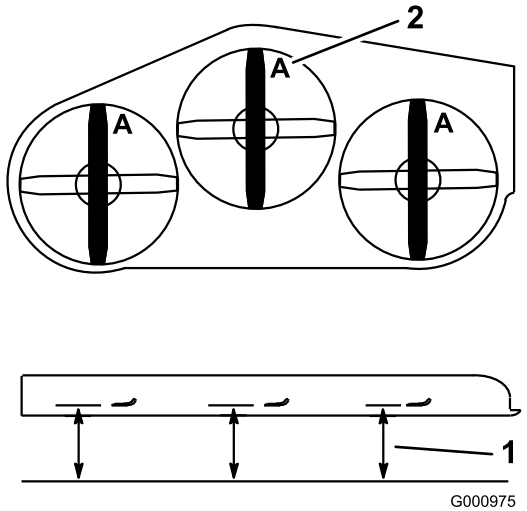
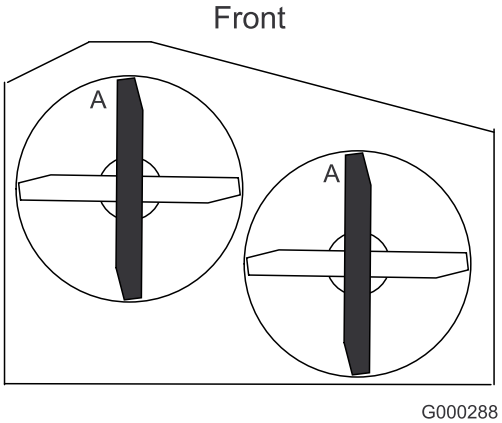

Figura 55
Figura 56
3. Gire las cuchillas hasta que los extremos estén orientados hacia adelante y hacia atrás. Mida desde una superficie nivelada hasta el filo de corte, posición **A**, de las cuchillas (Figura 55). Anote esta dimensión. Para las plataformas de cortacésped de 36 pulgadas, consulte la Figura 56.